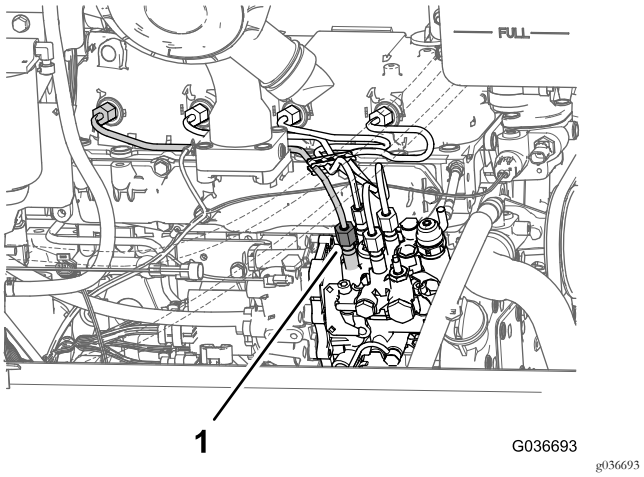

Figur 45
1. Lossa rörmuttern för insprutarmunstycket till cylinder nr 1 vid insprutningspumpen (Figur 45).